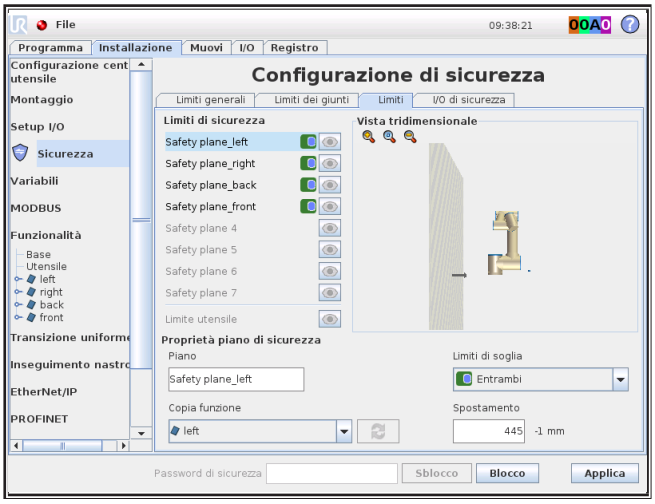

Fig. 40: Configurazione di sicurezza
- ❑ I livelli di sicurezza vengono impostati mediante una modifica dell'offset dei singoli livelli. Questo offset sposta i livelli di sicurezza dal centro della base del Cobot verso l'esterno (cfr. Fig.40).